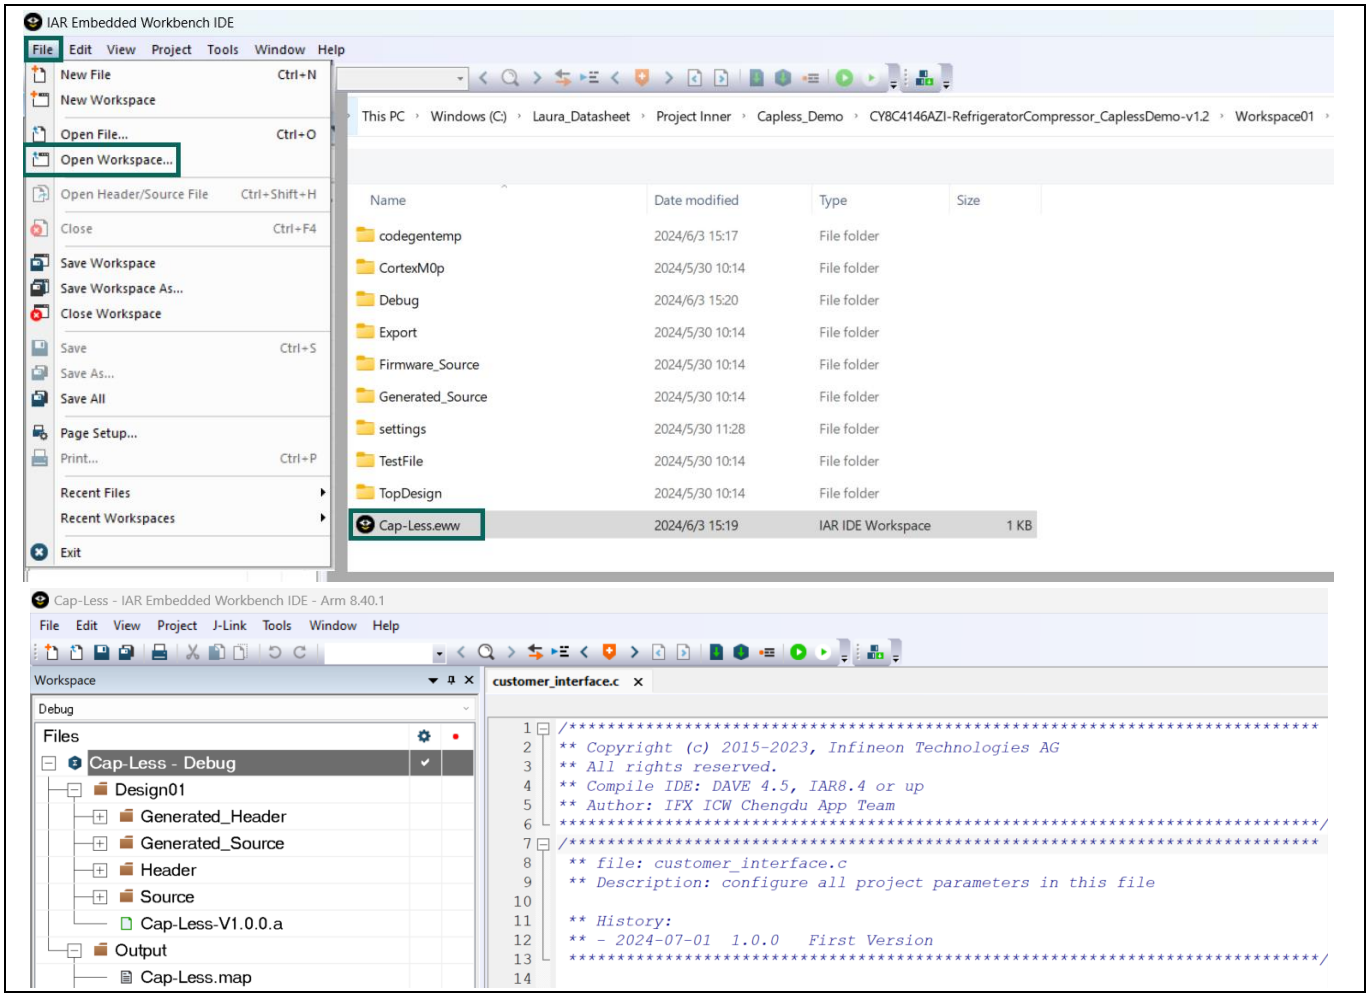

Figure 10 Open workspace
3. From **File** menu, click on **Open Workspace** to open the project (see Figure 10).